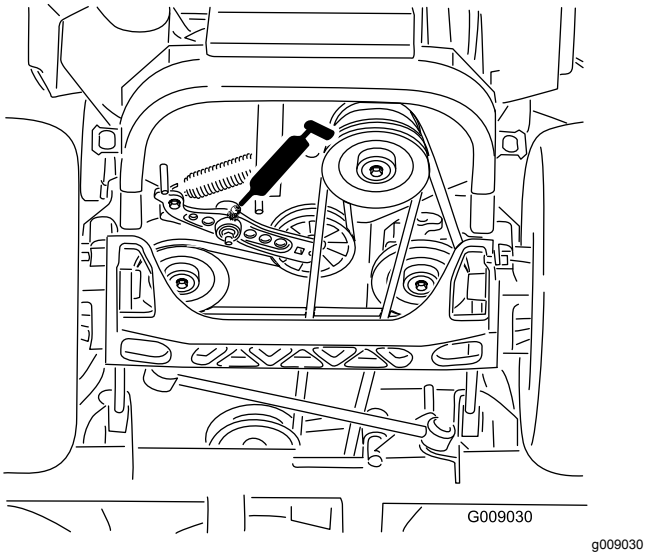

Figuur 55
6. Smeer de armen van de spanpoelie van de drijfriem (Figuur 55).